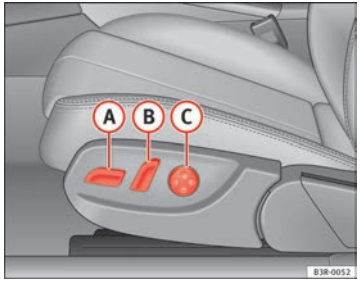
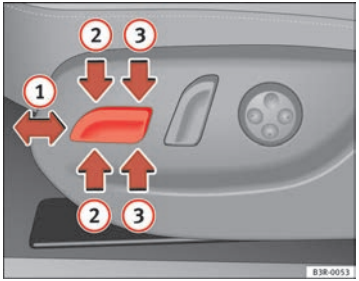

Fig. 106 Front seat: Adjuster controls
Fig. 107 Front seat: Seat adjustment switches
– Press switch (A) ⇒ fig. 106 forwards or backwards (1) ⇒ fig. 107 ⇒ ⚠.